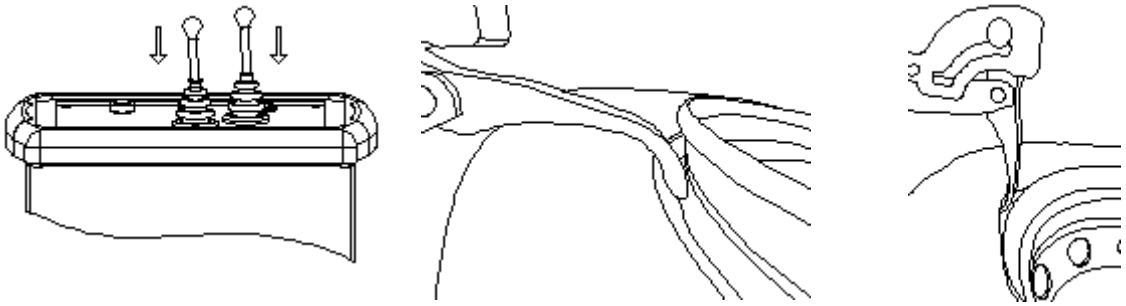
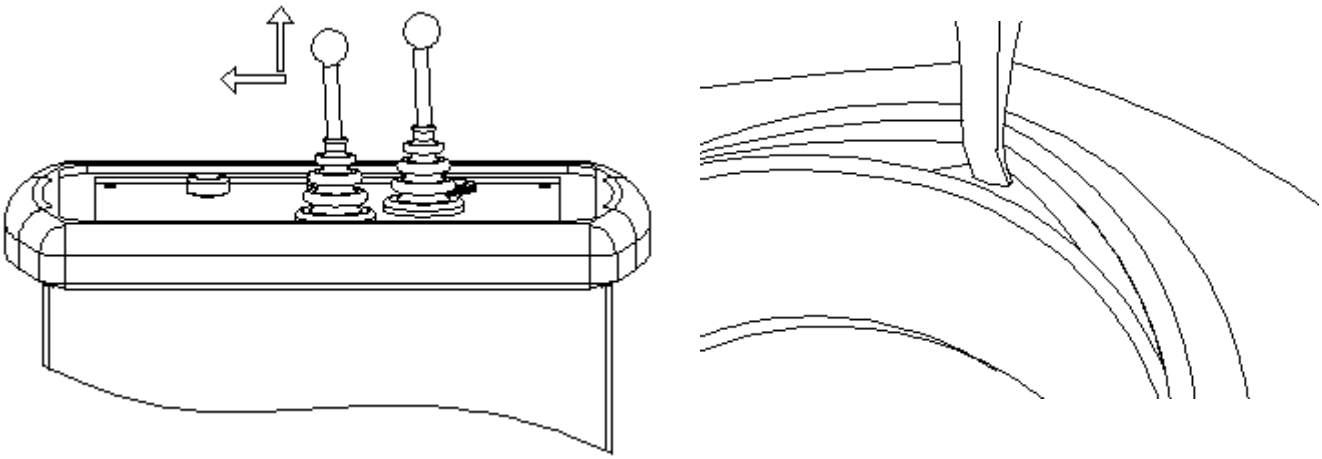

Rys. 5
Rys. 6
2. Powoli i jednocześnie przemieszczać dźwignię sterującą 1 (21) oraz dźwignię sterującą 2 (22), aby uchwyt obrotowy przechylił się w dół, a gdy zespół rolki znajdzie się w odpowiednim położeniu (patrz rys. 5), przesunąć dźwignię sterującą 1 (21) w górę, aby hak do demontażu opony zaczepił o oponę.
3. Przesunąć dźwignię sterującą 2 (22) w górę, aby podnieść zespół rolki, tak aby opona podniesiona hakiem do demontażu opon 8 znajdowała się w odległości 10-20 mm od stalowej obręczy;
Przesunąć dźwignię sterującą 2 (22) w lewo, aby opona obracała się przeciwnie do ruchu wskazówek zegara i zakończyć demontaż górnej stopki opony. (Patrz rys. 6)
4. Przesunąć dźwignię sterującą 2 (22) w górę, aby podnieść zespół rolki, i użyć dolnej rolki dociskowej, aby podtrzymać dolną stopkę opony i ustawić ją w odległości 20-30 mm od stalowej obręczy;